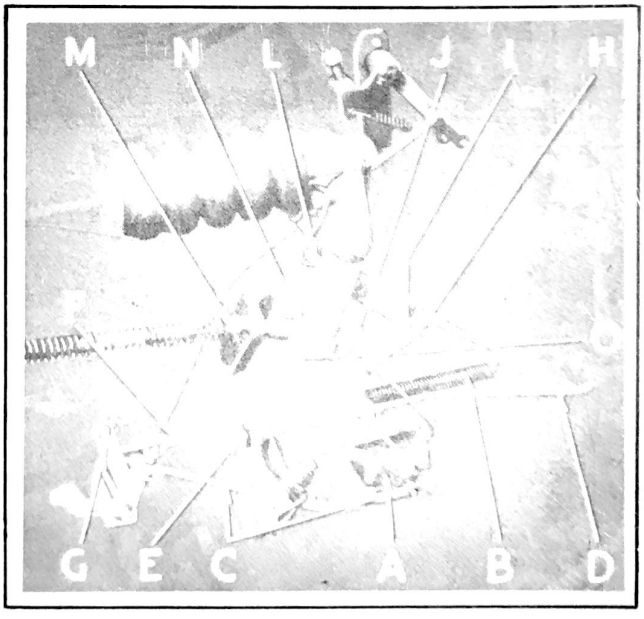
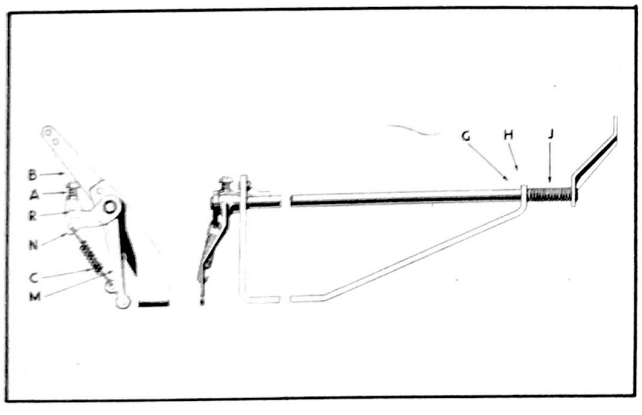

Figure 200 - Linkage Adjustments
Figure 204 - Throttle Rod Clevis Adjustment
Hold piston rod end with a drift in the bell crank bolt hole and loosen the locknut (W, Fig. 200) against rod end. Remove piston rod end.
CLUTCH VACUUM CONTROL POWER CYLINDER TENSION SPRING. A part of the weight of the rear end of the power cylinder is supported by a spring (see M, Fig. 200).
CLUTCH VACUUM CONTROL LINKAGE should work freely and without any binding. The accelerator switch arm (A), Fig. 200, must rest securely against its stop on the side of the switch by the action of the accelerator pedal spring (B) acting through the accelerator switch operating rod (C).
The accelerator pedal spring (B, Fig. 200) returns the accelerator pedal link bell crank to its stop position. Install the accelerator switch on its bracket by removing the rear lower bolt from the water jacket cover and using it for attaching the bracket.
Make certain the carburetor is not on fast idle and back out accelerator cross shaft stop screw to give 1/16" clearance at R, Fig. 204.
CLUTCH VACUUM CONTROL THROTTLE ROD CLEVIS ADJUSTING is at point (B), Fig. 204, as follows:
With transmission gears still in low and with engine running, move the bell crank lever, (Fig. 204) until the cam (N, Fig. 200) just contacts the cushion point screw.
Holding the throttle mechanism at this point (bell crank), turn in the accelerator cross shaft stop screw (Fig. 204) until the engine just starts to speed up (throttle begins to open).